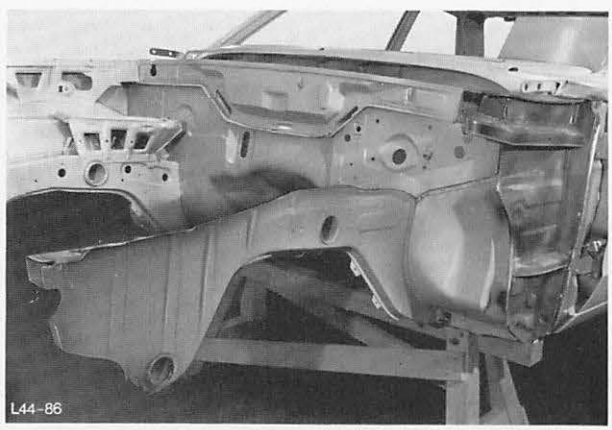

Abb. 82 Punktflansche putzen
4. An Karosse und Neuteil Punktflansche, putzen, Abb. 82.